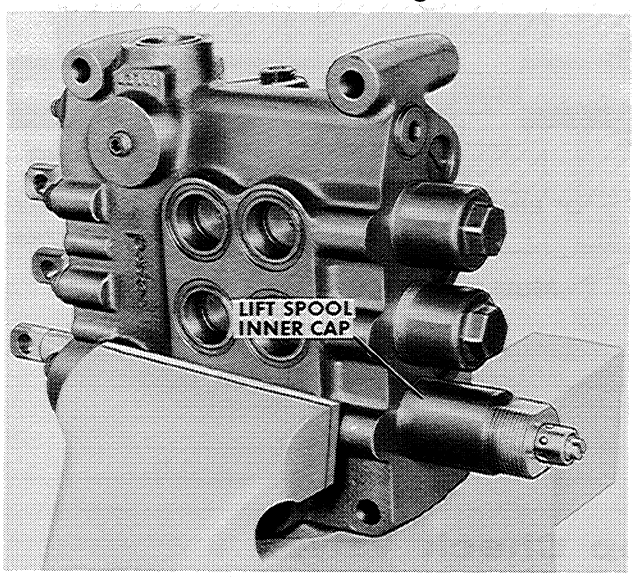

Figure DD-29
2. Install the spool into the valve body and install the inner cap, Figure DD-29.